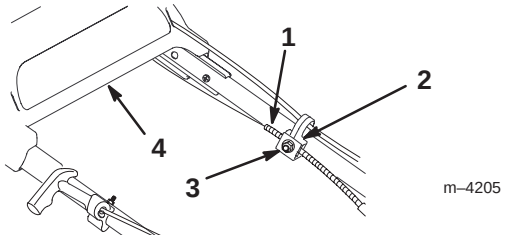

Bild 20
3. Lockern Sie die Mutter am Bowdenzug (Bild 20).
6. Bewegen Sie die Zugspirale zurück in Richtung des Rasenmähers, um das Spiel aus dem Zug zu beseitigen (Bild 20).
7. Lockern Sie das Antriebsteil, während Sie die Zugspirale nach unten halten und ziehen die Mutter an der Zugstütze fest (Bild 20).